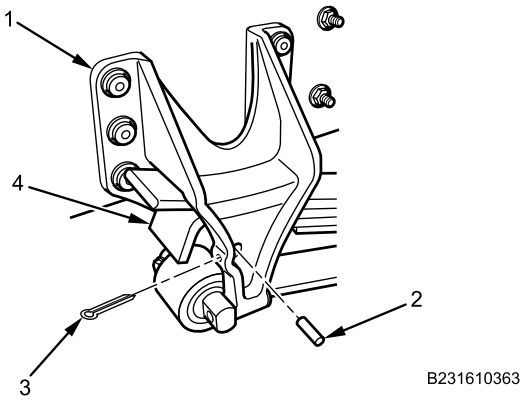

Figure 7. Rear Leaf Spring Front Bracket Rebound Pin.
1. Apply corrosion preventive compound to rear spring front bracket rebound pin (Figure 7, Item 2) and new cotter pin (Figure 7, Item 3).
2. With assistant, lift rear spring (Figure 7, Item 4) into rear spring front bracket (Figure 7, Item 1).
3. Install rear spring front bracket rebound pin (Figure 7, Item 2) on rear spring front bracket (Figure 7, Item 1).
4. Install cotter pin (Figure 7, Item 3) on rear spring front bracket (Figure 7, Item 1) and rebound pin (Figure 7, Item 2).